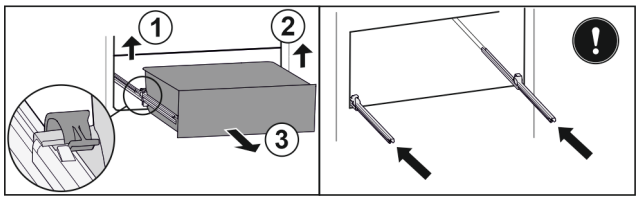

Fig. 214
▶ Ridicați clema din stânga și trageți concomitent sertarul din stânga spre înainte. *Fig. 214 (1)*
▶ Ridicați clema din dreapta și trageți concomitent sertarul din dreapta spre înainte. *Fig. 214 (2)*
▶ Extrageți sertarul spre înainte. *Fig. 214 (3)*